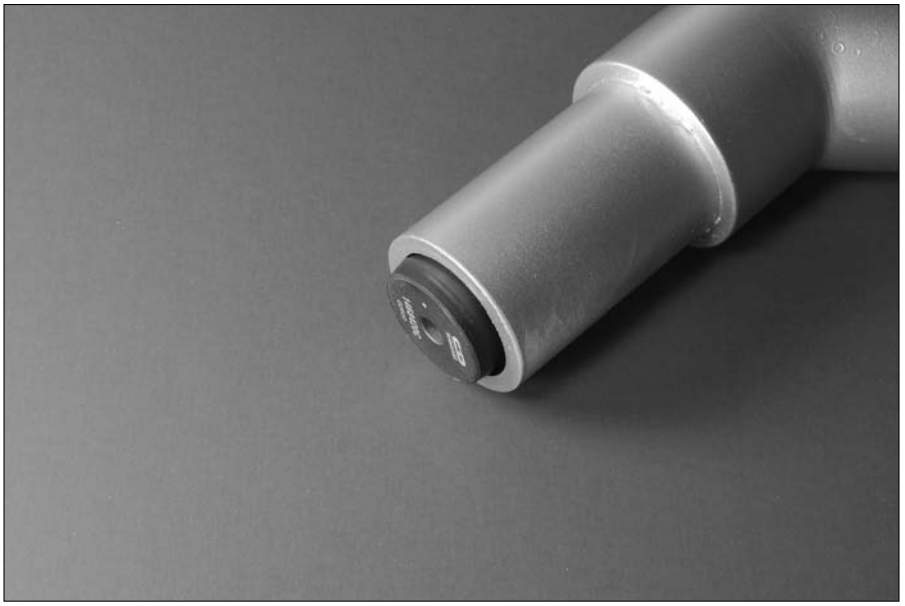

Figure 12-15: Inductor in the end of the PVC pipe.
10. **Insert the inductor in the end of the 1" PVC pipe, as shown in Figure 12-15, and use some glue to secure the inductor in the pipe.**